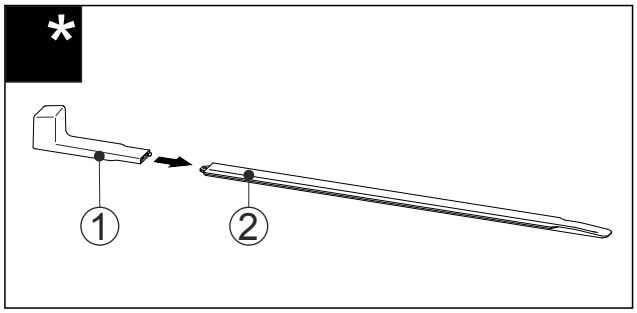

Fig. 48
▶ Вставте монтажну ручку *Fig. 48 (1)* на вирівнювальну рейку *Fig. 48 (2)*.